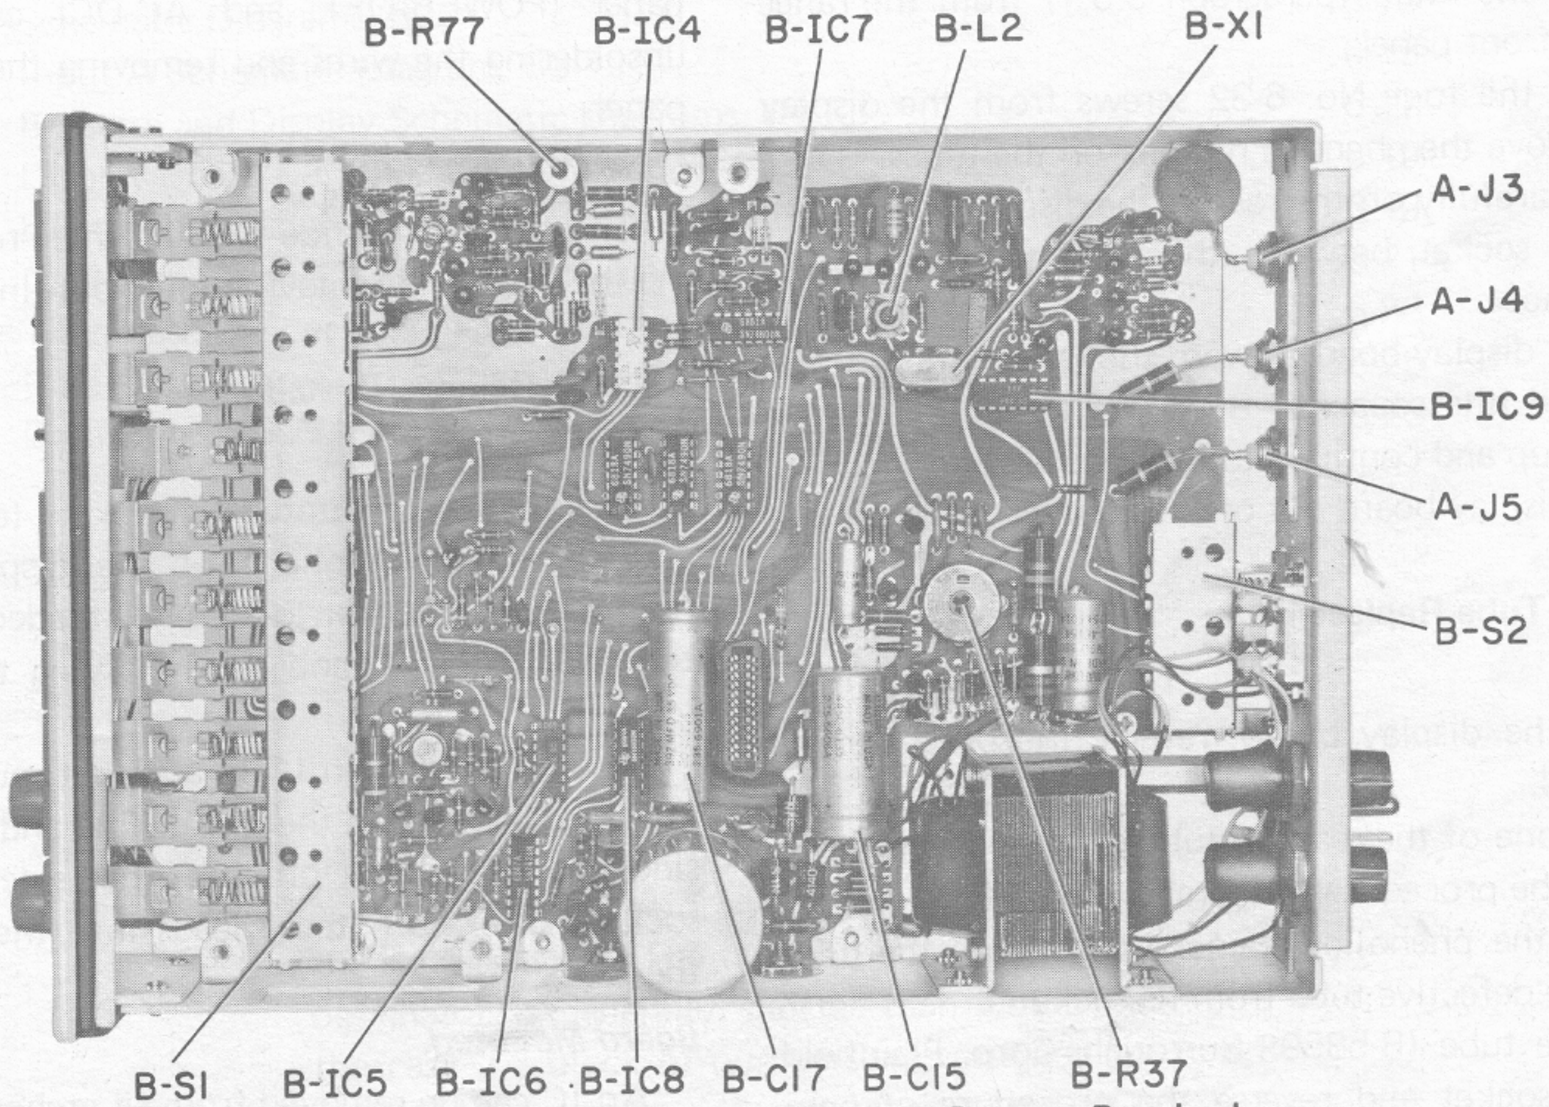

Figure 5-4. Top interior view of 1192 – Program Board only.
5.5.6 Switch Replacement. (Figure 5-4).